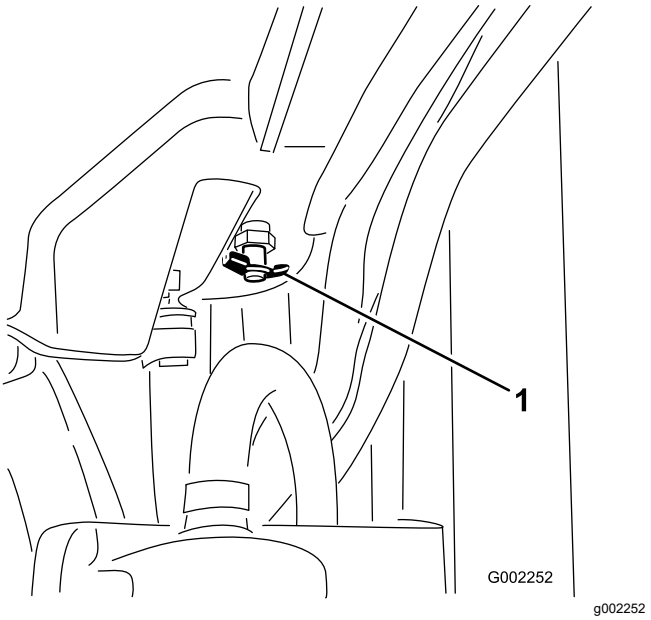

Figur 99
4. Öppna tömningsventilen och låt kylvätskan rinna ned i kärlet (Figur 99).
5. Stäng tömningsventilen (Figur 99).